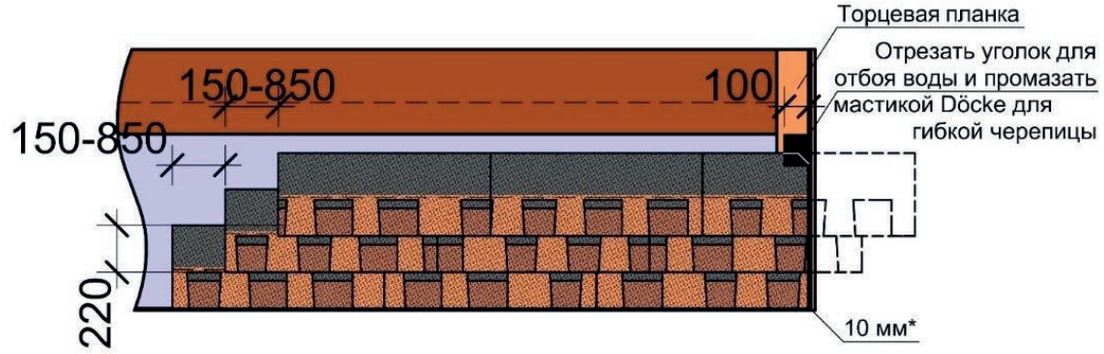

Рис. 24. Схема смещения гонтов многослойной черепицы по горизонтали и вертикали
8.2.16 Смещение гонтов ламинированной черепицы Döcke с формой нарезки «Драконий зуб» по горизонтали необходимо устраивать в диапазоне от 150 до 850 мм (рис. 24). Рисунок готовой кровли должен быть хаотичным без прослеживания определённого правила подбора.